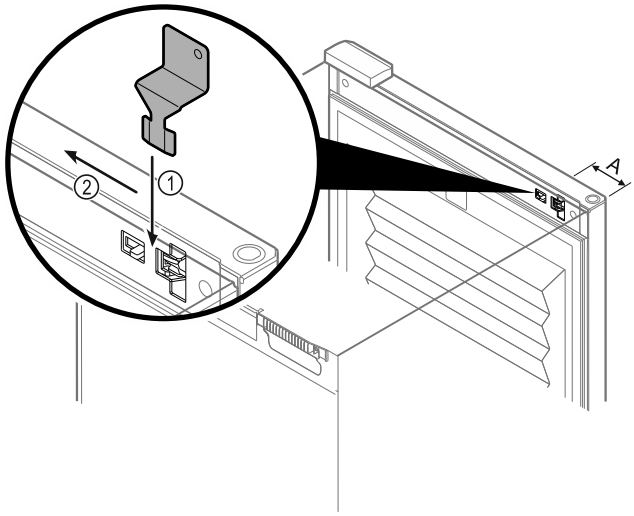

Fig. 103
▶ Расположите ключ для аварийной разблокировки в заданном месте *Fig. 103 (A)* ≈ 100мм.
▶ Вставьте ключ для аварийной разблокировки между дверью и корпусом устройства сверху и до упора *Fig. 103 (1)*.
▶ Потяните ключ для аварийной разблокировки в направлении стороны шарнира *Fig. 103 (2)*.